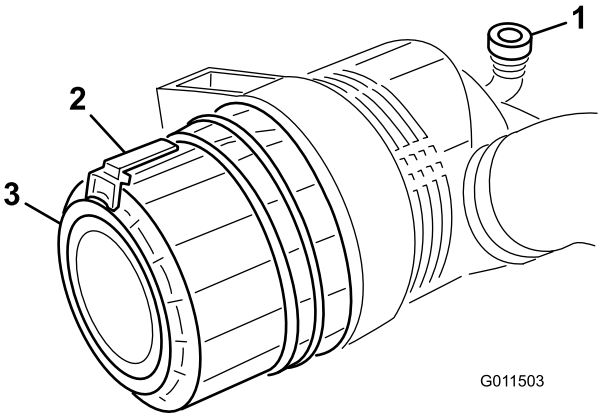

図 48
1. ラッチを引いて外し、カバーを左にひねってボディーからはずす図 48。
7. ゴム製のアウトレットバルブ図 48が下向き後ろから見たとき、時計の5:00と7:00の間になるようにカバーを取り付ける。ラッチをしっかりと掛ける。